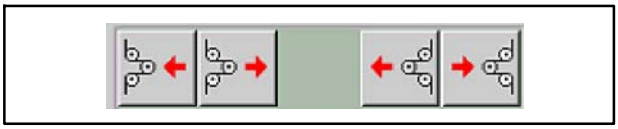

Fig. 51 Bouton tactile Rouleau danseur
2. Effleurer le bouton tactile Unité danseur respectif (Fig. 51) jusqu'à ce que, côté dérouleur et côté enrouleur, les rouleaux danseurs se trouvent en position centrale